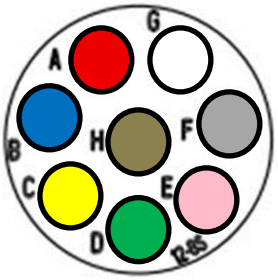

Figure 9 (Connector Pin Map)
21. Using same configuration as listed in the table in step 18, and referencing the connector pin map in figure 9 below, partially insert all 8 pins into the connector fwd-shell